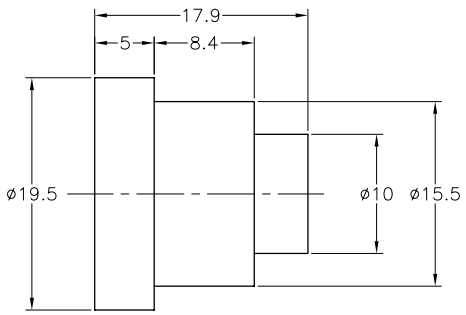
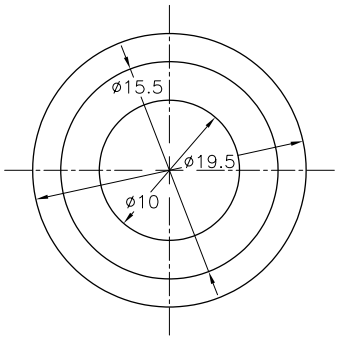

Figure 17-25 *Dimensioning of cylindrical features*
Figure 17-26 *Dimensioning diameters on end view*
19. Cylindrical features should be dimensioned by the method shown in Figure 17-25. The circle must be dimensioned as a diameter, never as a radius. Where the diameters of a number of concentric cylinders are to be given, they must be shown on the end view, refer to Figure 17-26. For diameter dimensions, the diameter symbol Ø is used before the dimension.